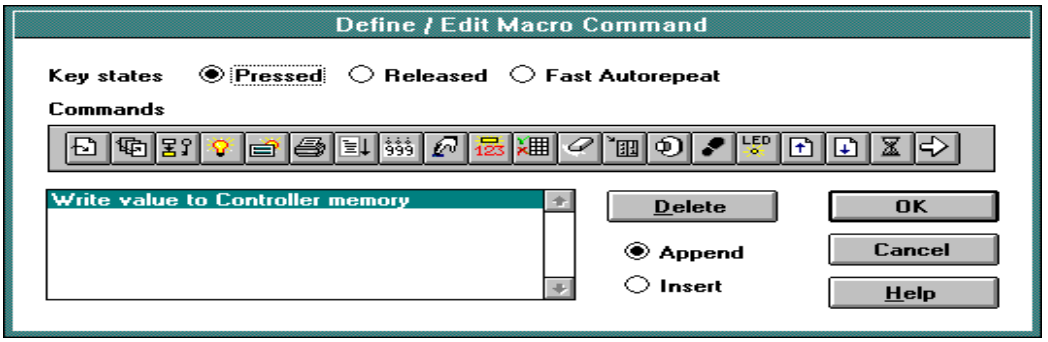

Figure 8
4. Another dialog box (shown below in Figure 8) will appear that contains the elementary macro commands that are present when using the keyboard macro editor. We want to write a value to the controller whenever the key is pressed. Select the *Pressed* radio button beside of *Key states*, then select the icon that represents the *Write value to Controller memory* command. The user will be asked for the memory location in which to write to, as well as the value to be written. In this example, we want to write a value of 1 to the controller in order to turn on the light.